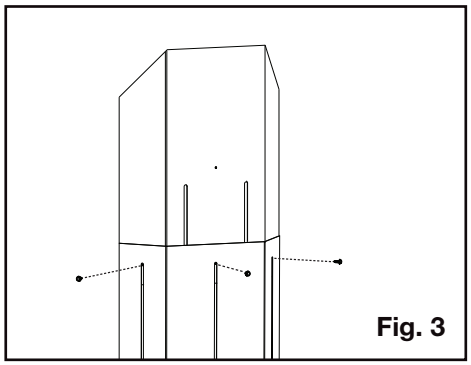

Fig. 3
3. Utilisez les attaches à l'étape 1 pour maintenir la nouvelle hauteur de bouclage d'évent **(Figure 3).**